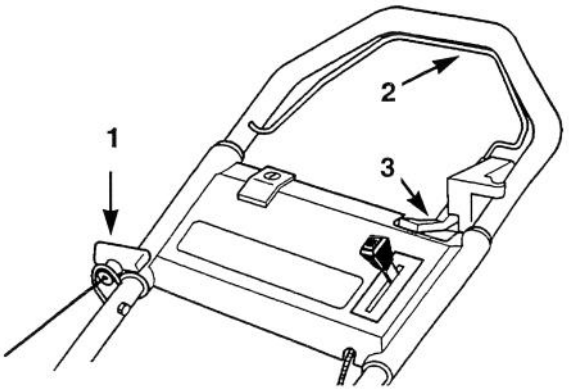
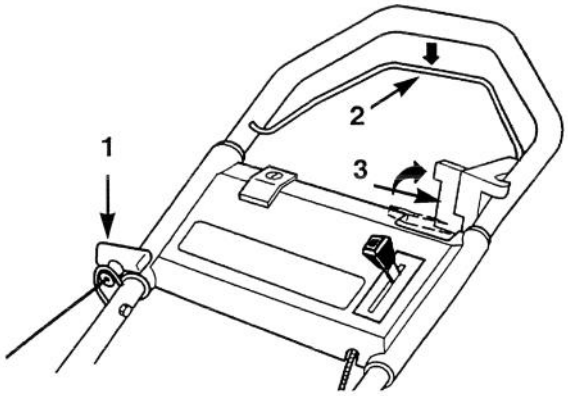
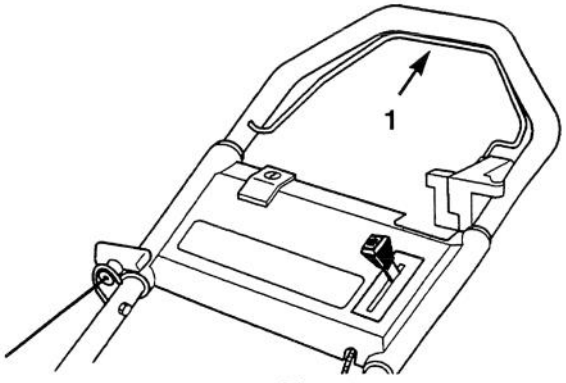

**Figur 3**
**Figur 4**
**Figur 5**
**4 b.** SJÄLVGÅENDE MODELL. Flytta drivreglagespaken framåt (mot motorn) (Figur 3) och tryck stoppreglagestången tills den vidrör handtaget. D ra ut startsnöret tills inkoppling sker och dra sedan kraftigt för att starta motorn. Sänk stoppreglagestången halvvägs och flytta g asreglagespaken bakåt (mot dig) (Figur 4). Tryck sakta stoppreglagestången mot handtaget för att koppla in drivningen (Figur 5). Reglera gaspådraget så mycket som behövs mellan FAST och SLOW.